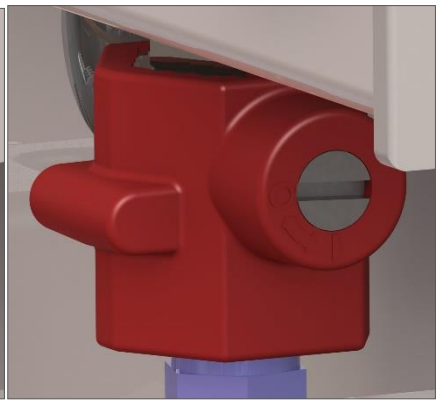

Afbeelding 6.4.2: Kogelkraan **dicht**
7. Sluit de kogelkraan na het leegmaken (afbeelding 6.4.2).